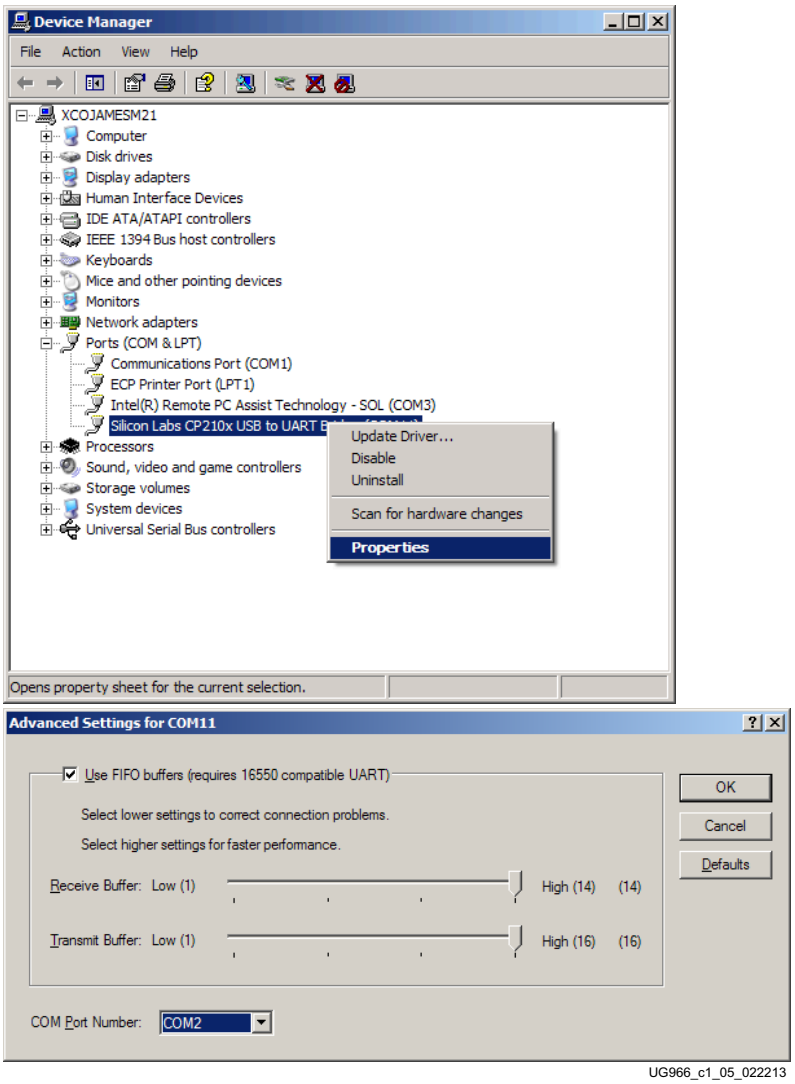

Figure 1-5: **Screenshots of Device Manager Window**
5. Locate the Silicon Labs device, right-click on it and select **Properties** (see Figure 1-5).